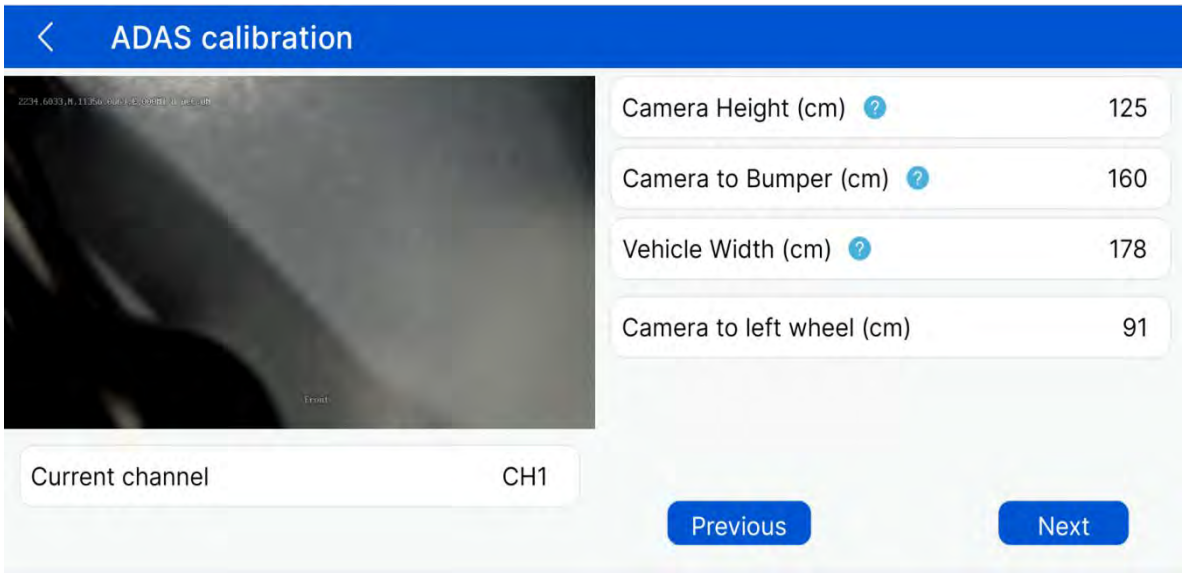

Fig.5.2-3 ADAS calibration step
B. Mark a line which is the same height with ADAS camera's center[Need measure the camera height as below] on ruler. Then modify these parameters correctly.(**Fig.5.2-3**)